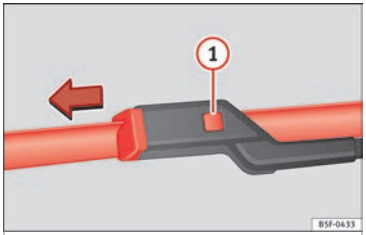

Fig. 79 Changing the front wiper blades
- Press and hold release button ››› **Fig. 79** (1) and pull gently on the wiper blade in the direction of the arrow.